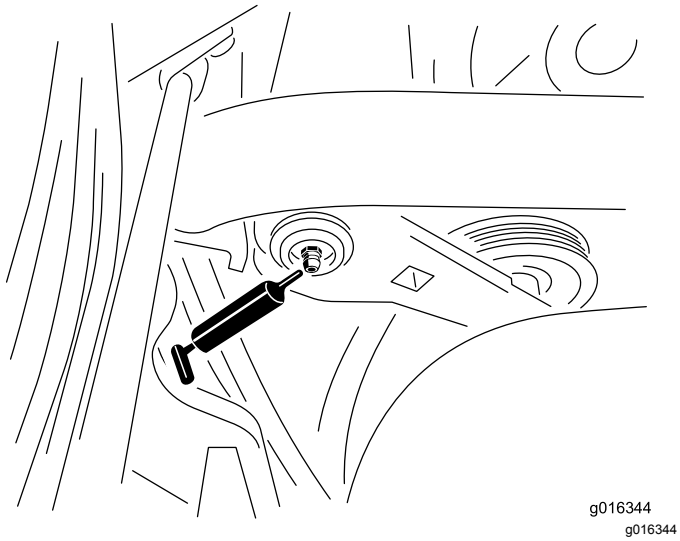

**Rysunek 44**
1. Wytrzyj smarowniczkę do czysta, tak aby ani do łożyska ani tulei nie dostały się substancje obce (Rysunek 44).